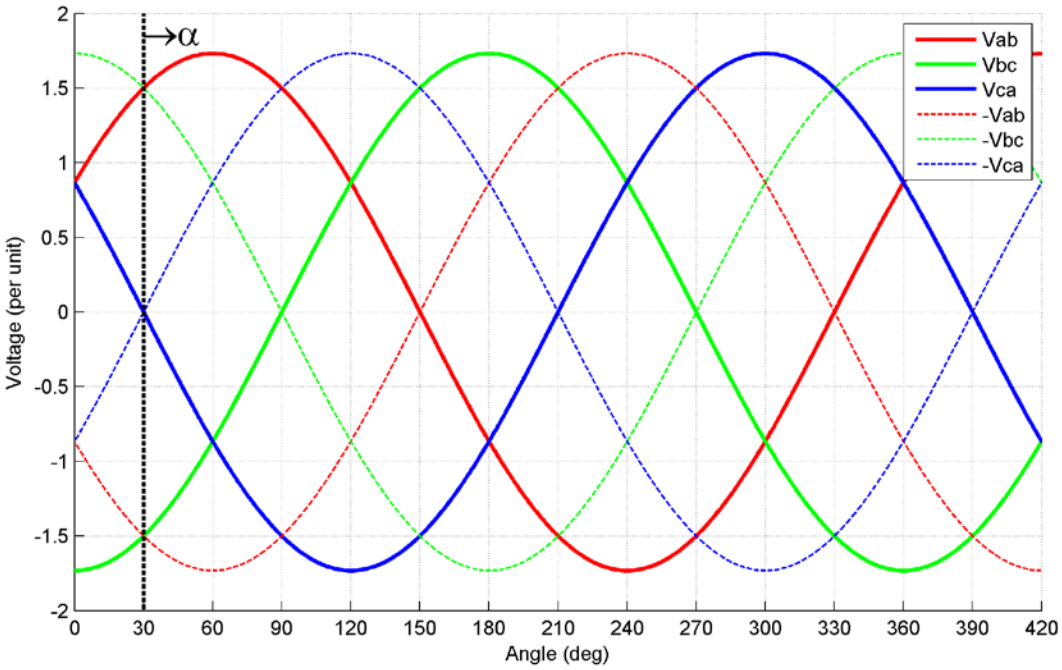

Figure 2.2
a) En prenant comme hypothèse que la charge est suffisamment inductive pour être considérée comme une source de courant quasi parfaite, dessinez la forme d'onde du courant i_A pour un cycle de la source triphasé en utilisant une valeur d'amorçage (α – illustré à la figure 2.2) arbitraire mais inférieur à 60 degrés. Indiquez la largeur des zones de conduction (en degrés) ainsi que les zones de blocage (en degrés) pour un cycle complet. Vous pouvez tracer la forme d'onde directement sur la figure 2.2. *(10 pts)*